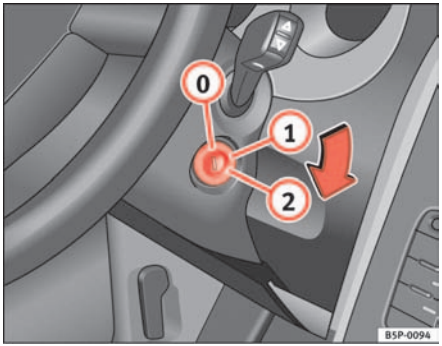

Fig. 130 Ignition key positions
In the position ⇒ fig. 130 the ignition and the engine are OFF and the steering may be locked.
– Turn the ignition key to position ⇒ page 159, fig. 130 (1). The indication lamp ⌀ will light for engine pre-heating.
– When the warning lamp goes out, turn the key to position (2) to start the engine. Do not press the accelerator.
– Turn the ignition key to position ⇒ page 159, fig. 130 (0).